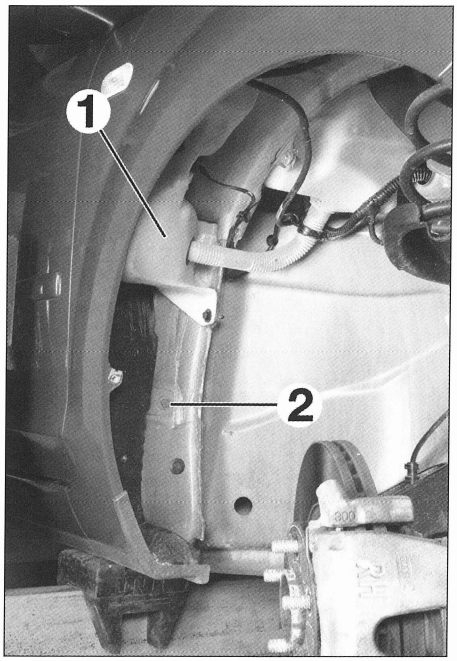
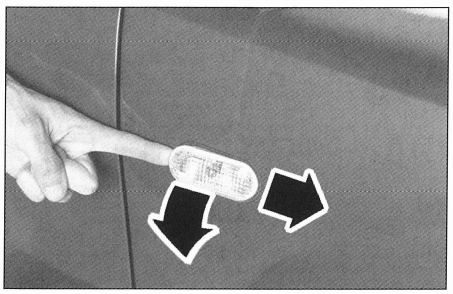

FIG. 19
FIG. 20
- el depósito de lavaparabrisas adicional (1) **(fig. 19)** (vehículos equipados con lavafaros).
- el tornillo (2).
- el repetidor de intermitente en la aleta **(fig. 20)**.